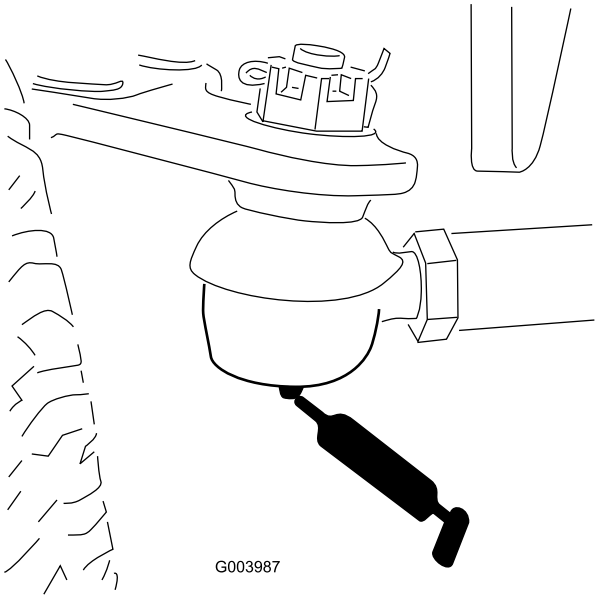

Figur 47
- Bakaxelns dragstång (2) (Figur 47)